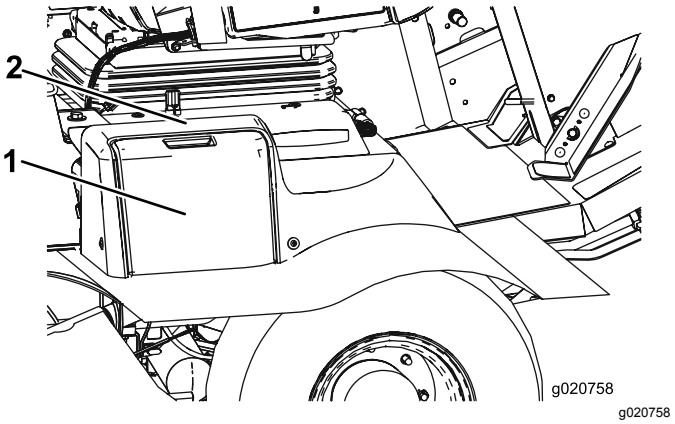

Figuur 83
1. Open het accudeksel aan de zijkant van het scherm (Figuur 83).
Opmerking: Druk op het vlakke deel boven het accudeksel om het deksel gemakkelijker te kunnen wegnemen (Figuur 83).